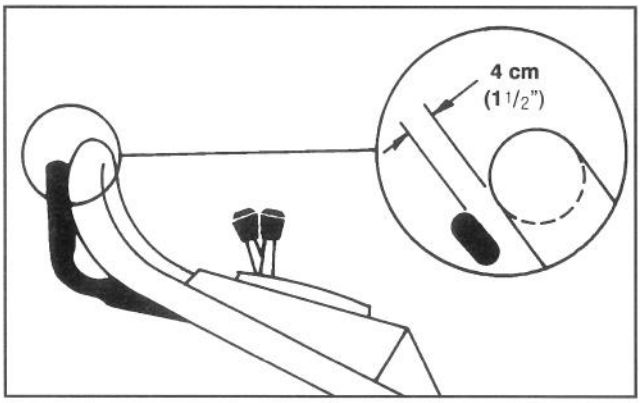

Abb. 23
4. EINSTELLUNG ÜBERPRÜFEN – Die Einstellung ist richtig, wenn der Sicherheitsgriff etwa 4 cm von der Schiebestange (Abb. 23) entfernt ist, und die Räder anfangen, sich frei zu drehen.